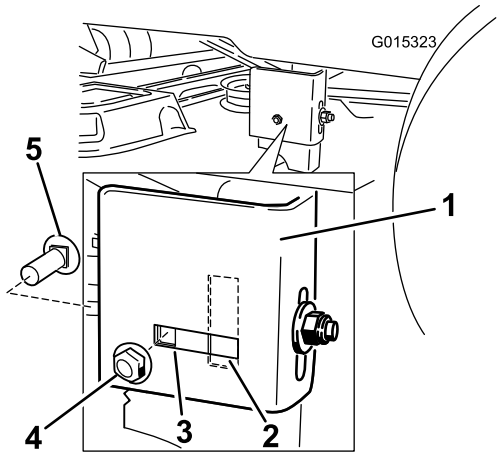

**Figur 59**
7. Gå til venstre side av maskinen. Fjern låsebolten på siden og låsemutteren fra den faste stillingen og sett den inn i den gjengede stillingen bak (Figur 59).